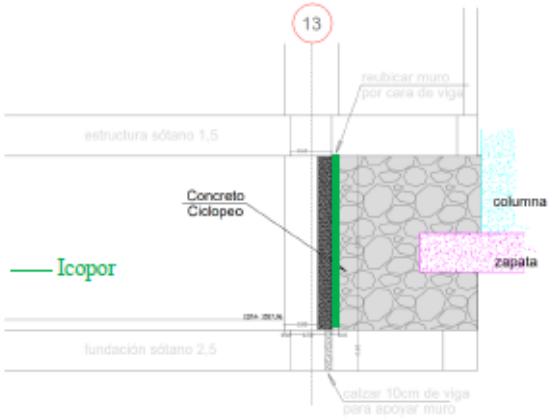

Figura 3. Lleno en concreto ciclópeo para confinamiento de la zapata.
3. Una vez se encuentre recuperada la zapata, se debe conformar un lleno para confinarla. Dicho lleno se debe conformar con concreto ciclópeo y debe ocupar toda la zona debajo de la zapata, así como el área generada entre la cara de la zapata y el muro de contención. Para evitar que generen esfuerzos por la fricción ente el concreto ciclópeo y el muro de contención, se debe colocar un recubrimiento de icopor en el contacto ciclópeo-muro de sótano (ver **Figura 3**).
Considerando el cambio arquitectónico del muro de sótano, el cual consiste en correr dicho muro una distancia aproximada de 1.30 m del borde de la zapata para que coincida con el eje de las vigas de sótano y generar el anclaje del muro a estos elementos (**Figura 3**). Teniendo en cuenta la separación entre el muro de sótano y el borde de la zapata, además de las características autoportantes del concreto ciclópeo, se descarta el efecto de sobrecarga que dicha zapata puede llegar a generar sobre el muro de contención proyectado. *Sin embargo, el ingeniero estructural debe considerar que, en fases constructivas antes del fraguado, el concreto ciclópeo generará empujes sobre el muro de sótano proyectado.*